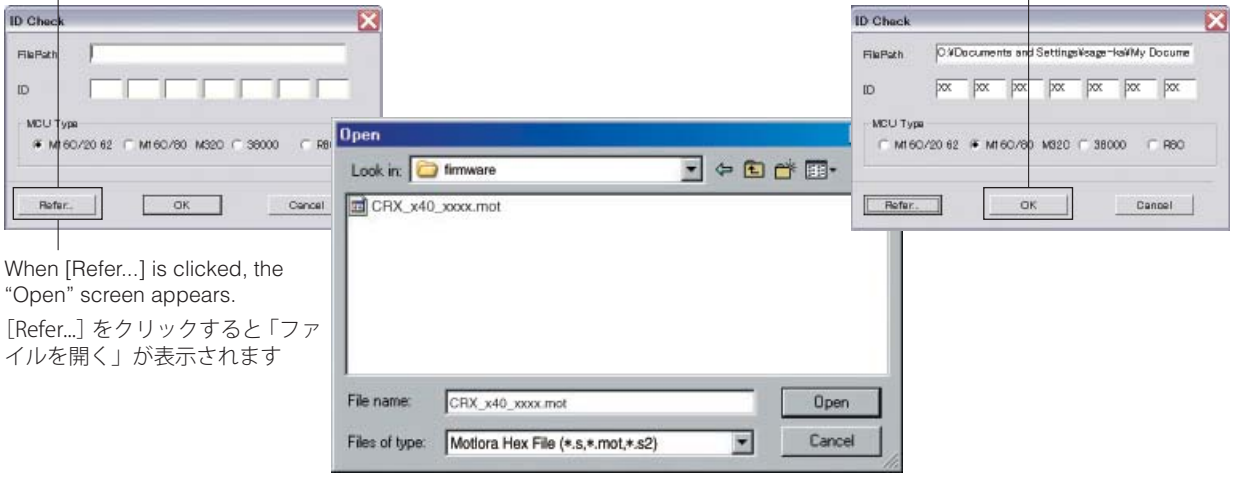

Fig. 3
4. Click [Refer...] and select the firmware name. (Fig. 3)
* The ID code and MCU type are loaded automatically when the file is selected. (Fig. 3)
Click [OK]. (Fig. 3)
4. [Refer...] をクリックし、書き込むファームウェアを選択します。（Fig. 3）
※ ID、および MCU Type は書き込みファイル選択後、自動的に取り込まれます。（Fig. 3）
[OK] をクリックします。（Fig. 3）